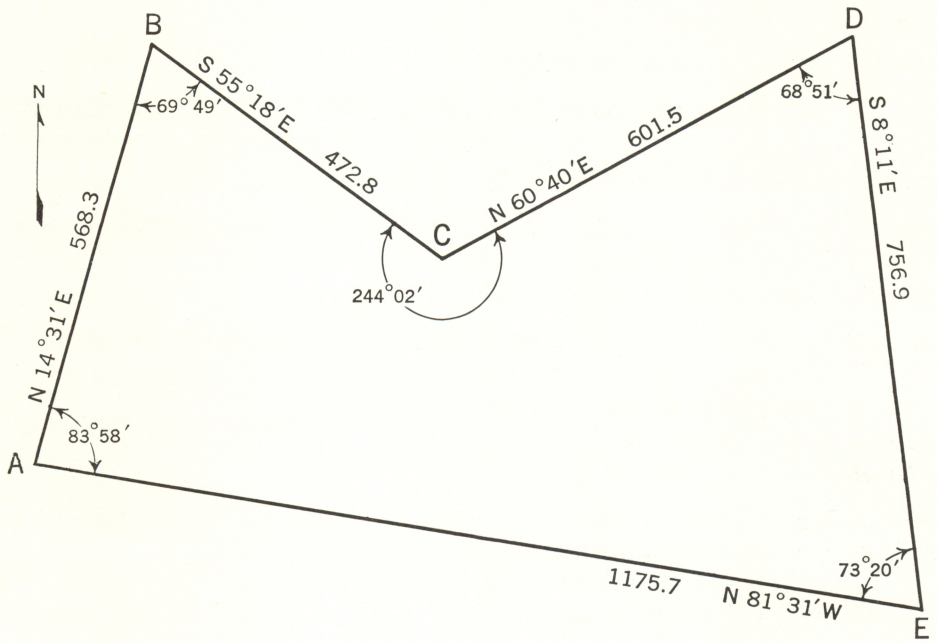

**FIGURE 6**
**Example 2** Figure 6 represents a field, the perimeter of which has been laid out by a transit traverse. Given the values of the bearings and distances which are shown in the illustration, the problem is to close, determine the error of closure, and calculate the area of the field.